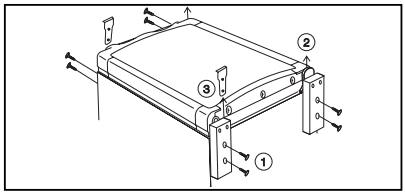

Figure 7.
9. Reversing the door hang, (Fig. 7)